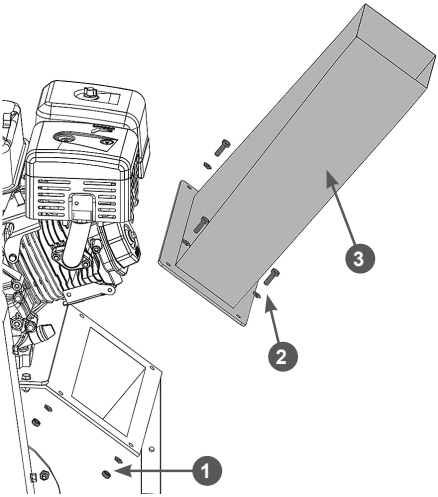

Рис. 12 Установка нижней части жёлоба выброса
11. Установите на фланец корпуса измельчителя нижнюю часть жёлоба выброса и закрепите её с помощью болтов М8х20, шайб и гаек (Рис. 12).